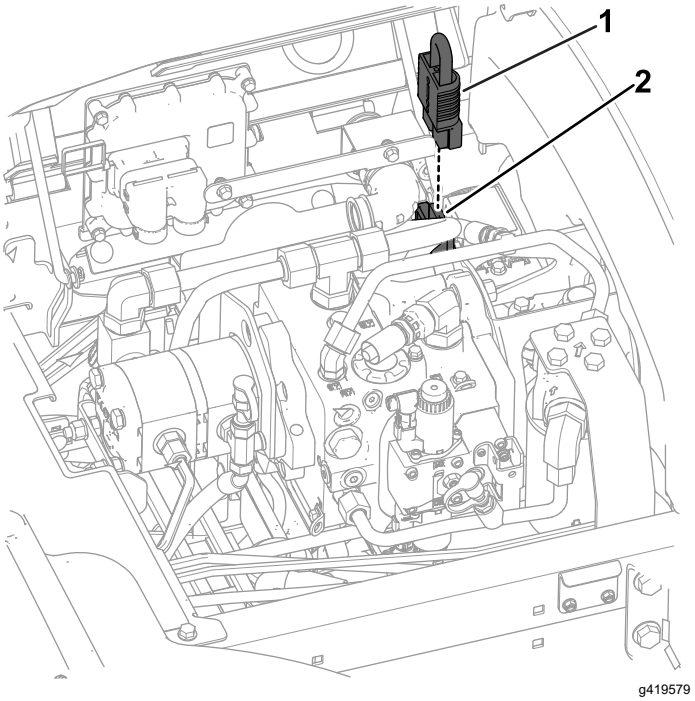

Figuur 31
1. Breng diëlektrisch smeervet aan op de raakvlakken van de onderbrekingskabel van de accu (Figuur 31).